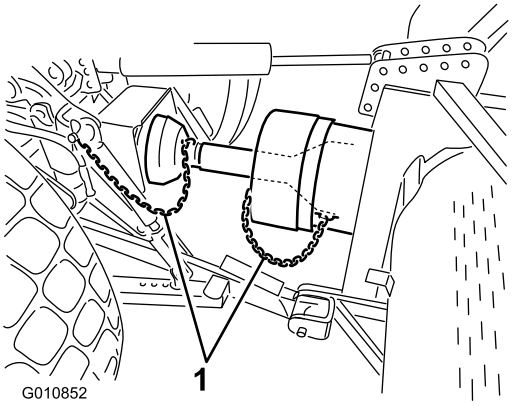

**Figuur 21**
6. Sluit de veiligheidskettingen aan op het aftakasscherm en de beugel van de tractor (Figuur 21). Controleer